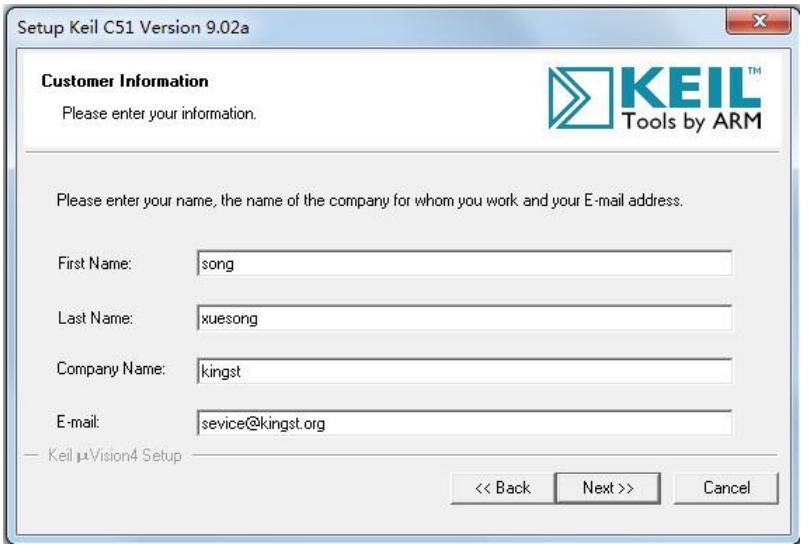

图 1-4　用户信息
4、点击“Next”按钮，弹出“Customer Information”对话框，如图 1-4 所示。大家输入用户名、公司名称以及 E-mail 地址即可。